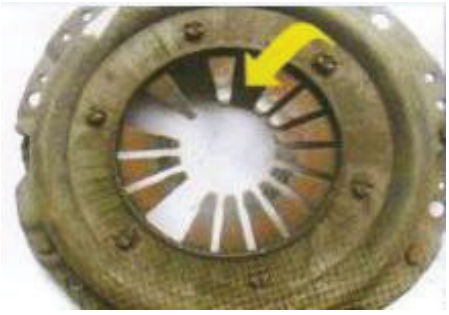

Рис. 3-11
(6) Сломана диафрагменная пружина (рис. 3-11).